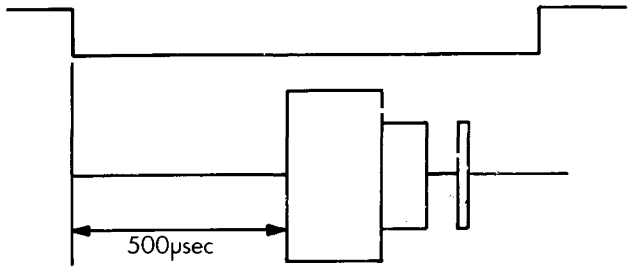

Fig. 5-1 Index burst waveform
5) Measure timing between sweep start and an initial data pulse. It should be 500 usec ±500 usec. When the timing is not within this range, proceed with the following adjustment. (Refer to Fig. 5-1).